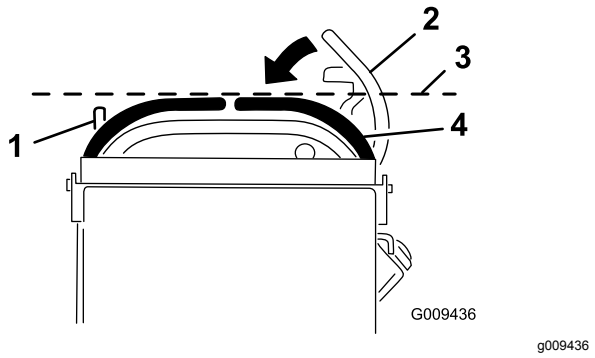

**Figuur 68**
3. Duw de rechter rijhendel omlaag uit de VERGRENDELDE NEUTRAALSTAND (Figuur 68).
4. Controleer of de rechter rijhendel horizontaal uitgelijnd is met de linker rijhendel (Figuur 68).